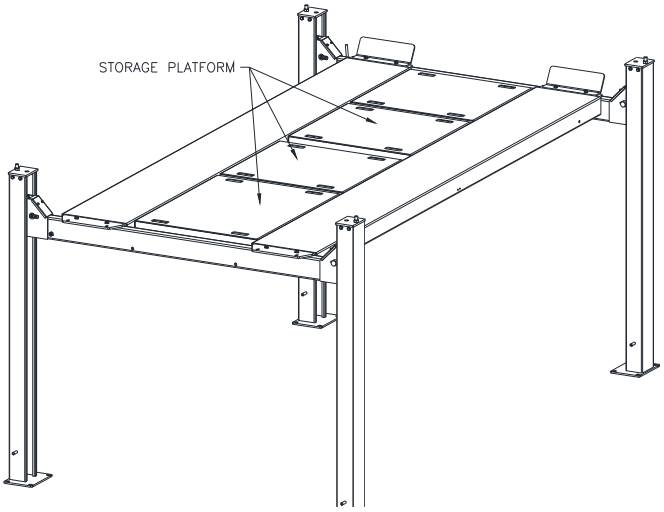

Fig 25 – Storage Platform
1) Up to four Storage Platforms can be placed between the runways, **Fig 25**.